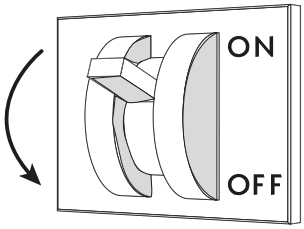

Fig. 20
- Couper la tension électrique au meuble réfrigéré en intervenant sur l'interrupteur-sectionneur général mural ("Fig. 20").